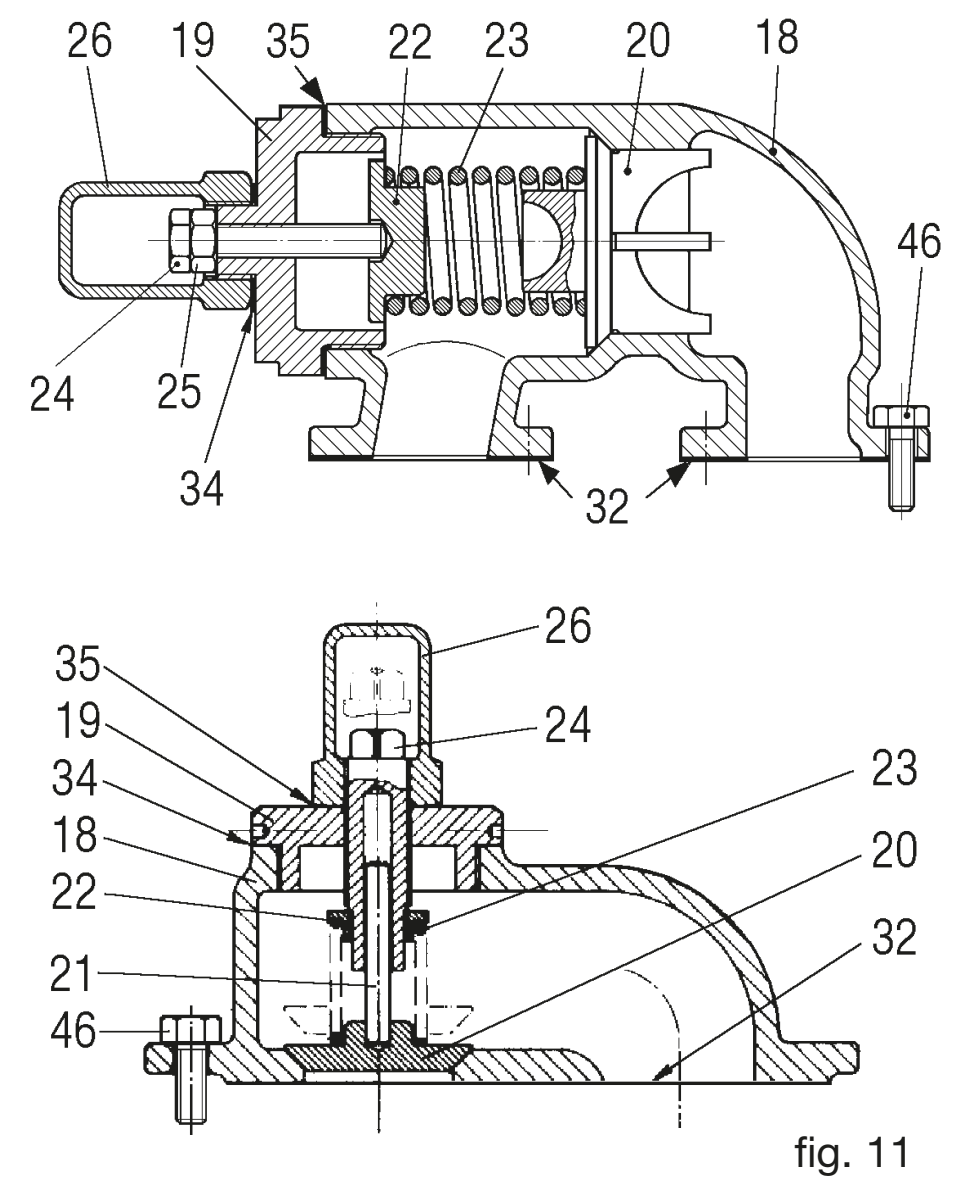

fig. 11
10.5 Regolazione della valvola di sicurezza (by-pass) (fig.11).
- ☐ Se la pompa è dotata di valvola di sicurezza montata sul coperchio (fig 11), non è necessario rimuoverla. Se anche la valvola necessita di manutenzione, svitare i bulloni (46) e rimuoverla, avendo cura di non danneggiare la/e guarnizione/i (32). Se ciò accadesse, sostituire.